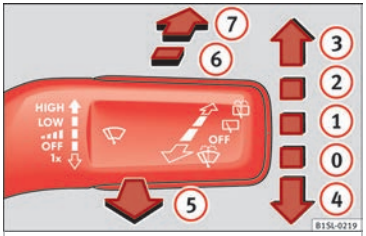

Fig. 48 Operating the windscreen wiper and rear wiper
- Press the windscreen wiper lever downwards briefly ››› **Fig. 48** (4).